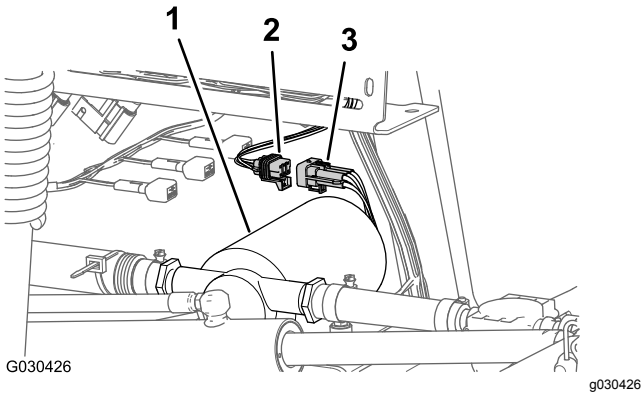

Figuur 6
2. Maak de stekker met 6 pinnen van de kabelboom van de spoelpomp los van de stekker met 6 bussen van de achterste hoofdkabelboom (Figuur 6).